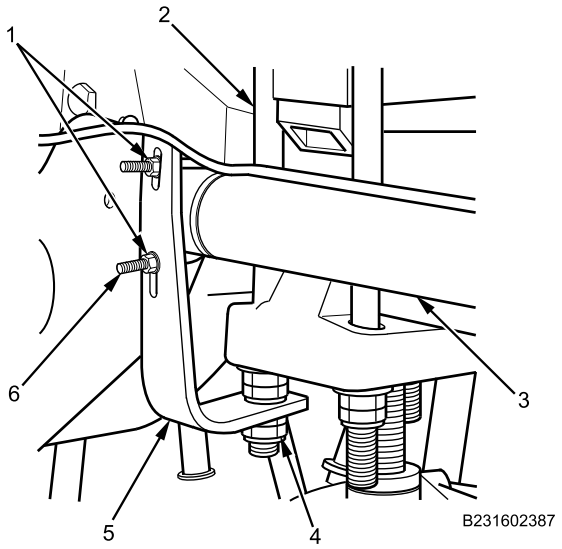

Figure 2. Brake S-Camshaft Tube Support Bracket.
1. Apply corrosion preventive compound to tube clamp (Figure 2, Item 6), nut and new lockwasher (Figure 2, Item 4), and nuts and flat washers (Figure 2, Item 1).
2. Position tube support bracket (Figure 2, Item 5) on rear spring U-bolt (Figure 2, Item 2), and loosely install rear spring U-bolt new lockwasher and nut (Figure 2, Item 4) on rear spring U-bolt.
3. Position tube clamp (Figure 2, Item 6) on tube (Figure 2, Item 3) and tube support bracket (Figure 2, Item 5), and loosely install tube clamp nuts and flat washers (Figure 2, Item 1) on tube clamp.
4. Torque U-bolt nut (Figure 2, Item 4) to 370-400 lb-ft (502-542 N•m).
5. Tighten tube clamp nuts (Figure 2, Item 1) securely.